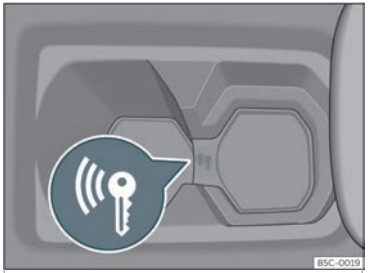

Abb. 139 In der Mittelkonsole: Notstart.
- Unmittelbar nach Drücken des Starterknopfes legen Sie den Schlüssel in den Getränkehalter in der Mittelkonsole››› **Abb. 139** so nah wie möglich am Logo *Kessy*.